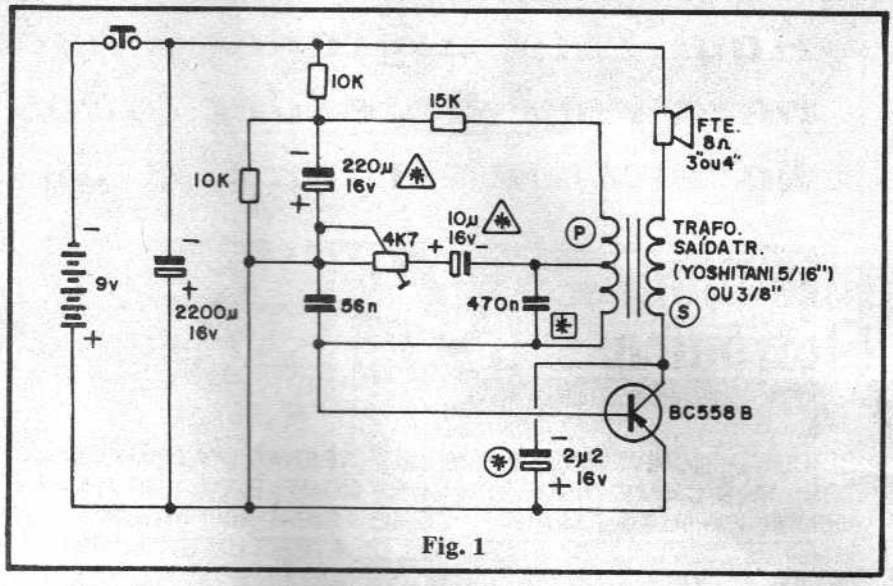

Fig. 1
A fig. 1 mostra o "esquema" da RISEL, com sua incrível centralização em um único transístor BC558B (que pode, na verdade, ser experimentalmente substituído por qualquer outro PNP de silício, baixa ou média potência, alto ganho, para uso geral em áudio). Basicamente trata-se de um oscilador que funciona por realimentação indutiva (proporcionada pelo transformador de saída). O secundário (S) do transformador, diferentemente da ligação ortodoxa, não fica em paralelo com o alto-falante, mas **em série** com este, formando assim a carga de coletor do transístor (recebendo, assim, a corrente já amplificada pelo BC558B).